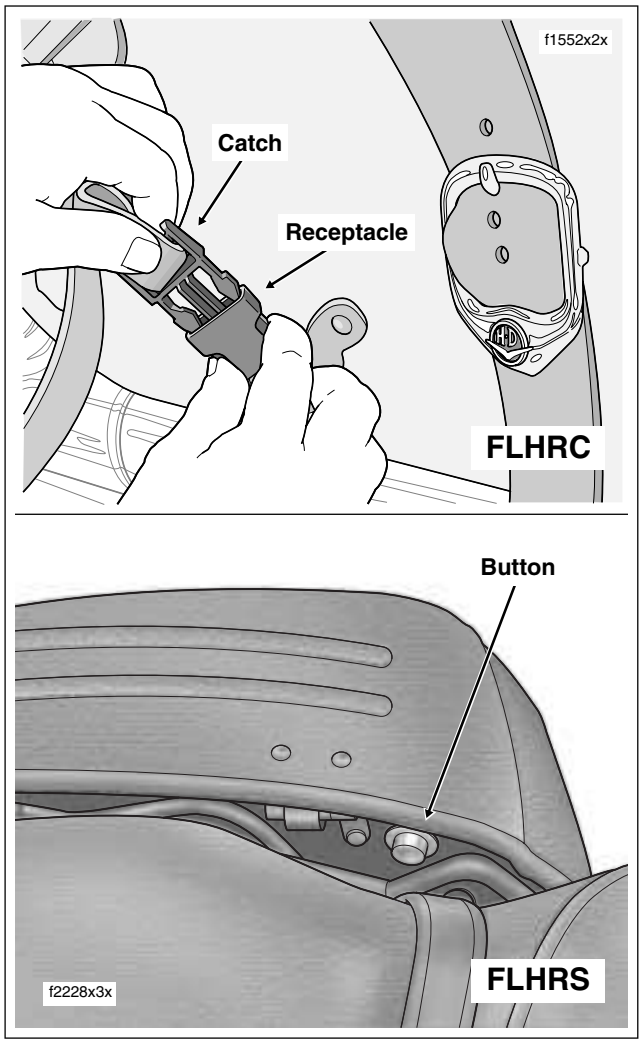

Figure 2-134. Open Saddlebag (FLHRC/S)
1. Raise the decorative buckle and press tabs on both sides of catch to release from receptacle. Repeat step to release second catch. See upper frame of Figure 2-134.
1. Depress button on front inboard side of saddlebag, and while holding button in, raise lid. See lower frame of Figure 2-134.
2. Insert catch into receptacle until tabs fully engage. Repeat step to secure second catch. See upper frame of Figure 2-134.